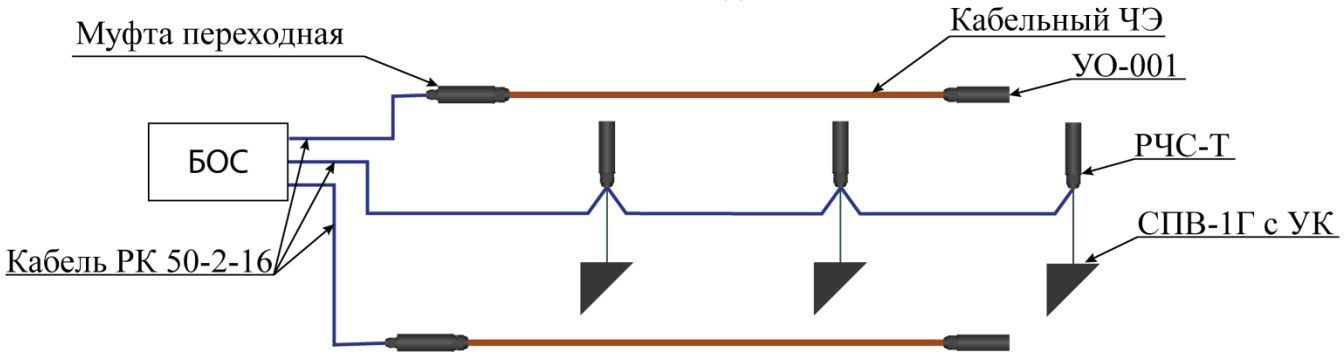

Рисунок 4.5 – Организация отдельной зоны охраны ворот (калитки)
4.2.4 Монтаж ЧЭ ТППэп-5П SKICHEL, ТППэп-10П SKICHEL и ТППбэп-10П SKICHEL и на заграждение из сварных решетчатых 3-D панелей (рисунок 4.5а)
– жестко закрепить чувствительный элемент на заграждении путем скруток стальной оцинкованной термически обработанной проволоки (ГОСТ 3282) диаметром 1,4÷1,6 мм с шагом 0,3 – 0,4 м, с образованием «узлов напряжений» - мест акцентированного трибоэлектрического эффекта. Скрутку выполнять до начала видимой деформации оболочки трибокабеля, не приводящей к нарушению ее целостности (рисунок 4.5а). Деформация оболочки виброкабеля не допускается.
Примечание – вариант прокладки ЧЭ (трибокабеля) по полотну заграждения – см.рисунок 4.5а
Рисунок 4.5а (продолжение рисунка 4.5)– Вариант прокладки ЧЭ (трибокабеля) на заграждении из сварных решетчаты 3-D панелей без заглубления полотна в грунт